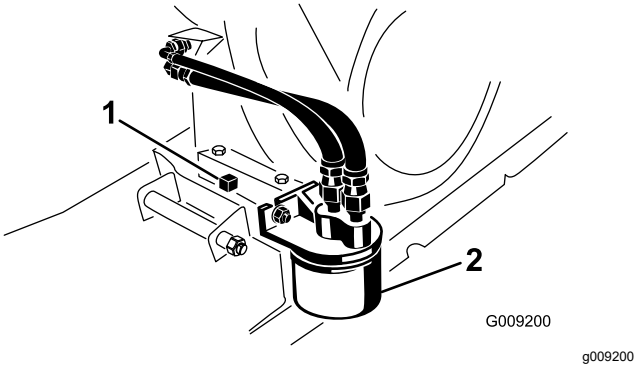

Figur 34
6. Anbring en dræningsbakke under aftapningsproppen (Figur 34).
7. Fjern aftapningsproppen og pakningen (Figur 34).
2. Fjern det eksisterende oliefilter (Figur 34).
4. Skru det nye filter på filteradapteren, indtil pakningen berører monteringspladen. Spænd derefter filteret yderligere ½ til ¾ omgang (Figur 34).